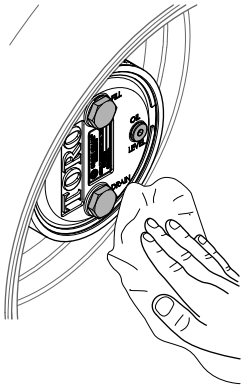

**Рисунок 105**
3. Начисто протрите корпуса планетарного редуктора и тормоза (Рисунок 105).